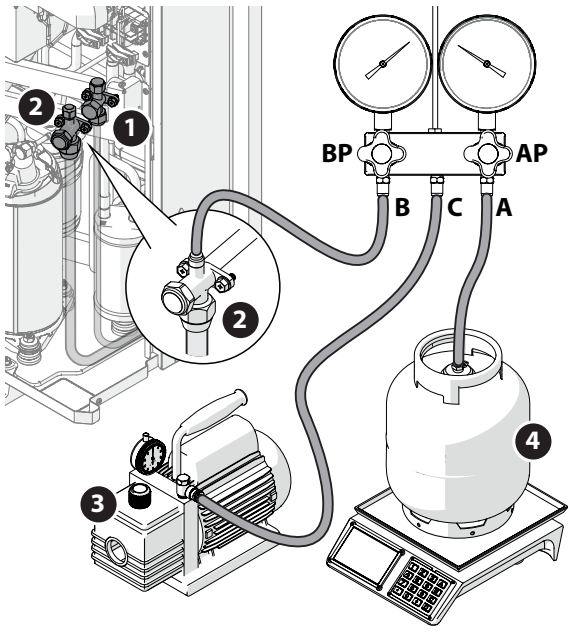

Fig. 55
- S'assurer que la connexion entre **(A)** et **(C)** a été coupée (« Fig. 55 »).
- Ouvrez les vannes d'arrêt **(1)** et **(2)** de l'unité ("Fig. 55").